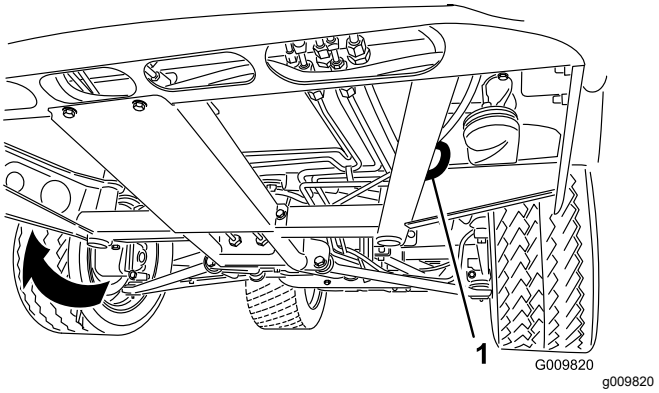
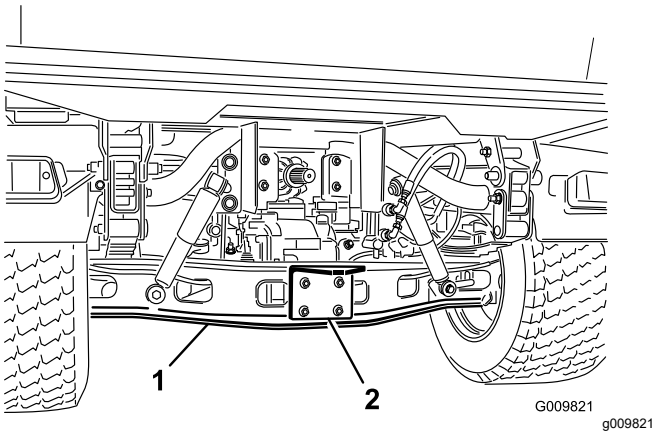

**図 19**
**図 20**
ロープがけポイントについては図 19 と 図 20 を参照してください。
1. 機体前部にある牽引トングにロープなどの牽引索を取り付ける図 19。